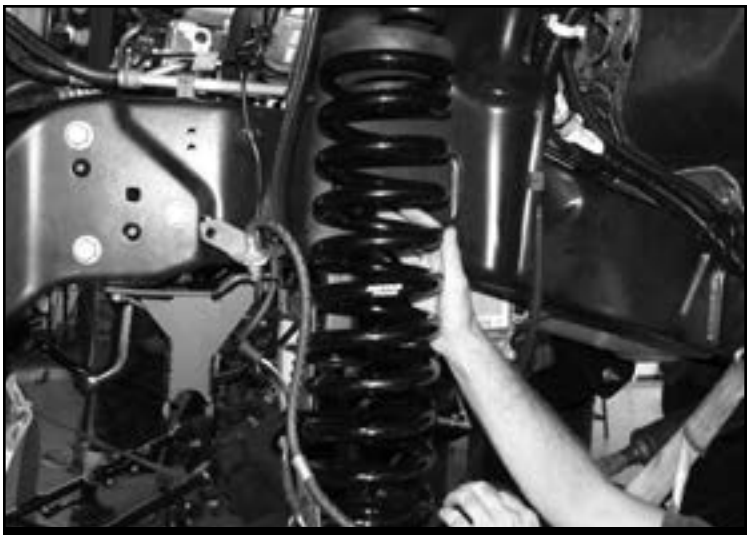

*FIGURE 24 - STEP 24*
24. Install FT30123BK (Coil Spring) using the factory upper isolator. **SEE FIGURE 24**